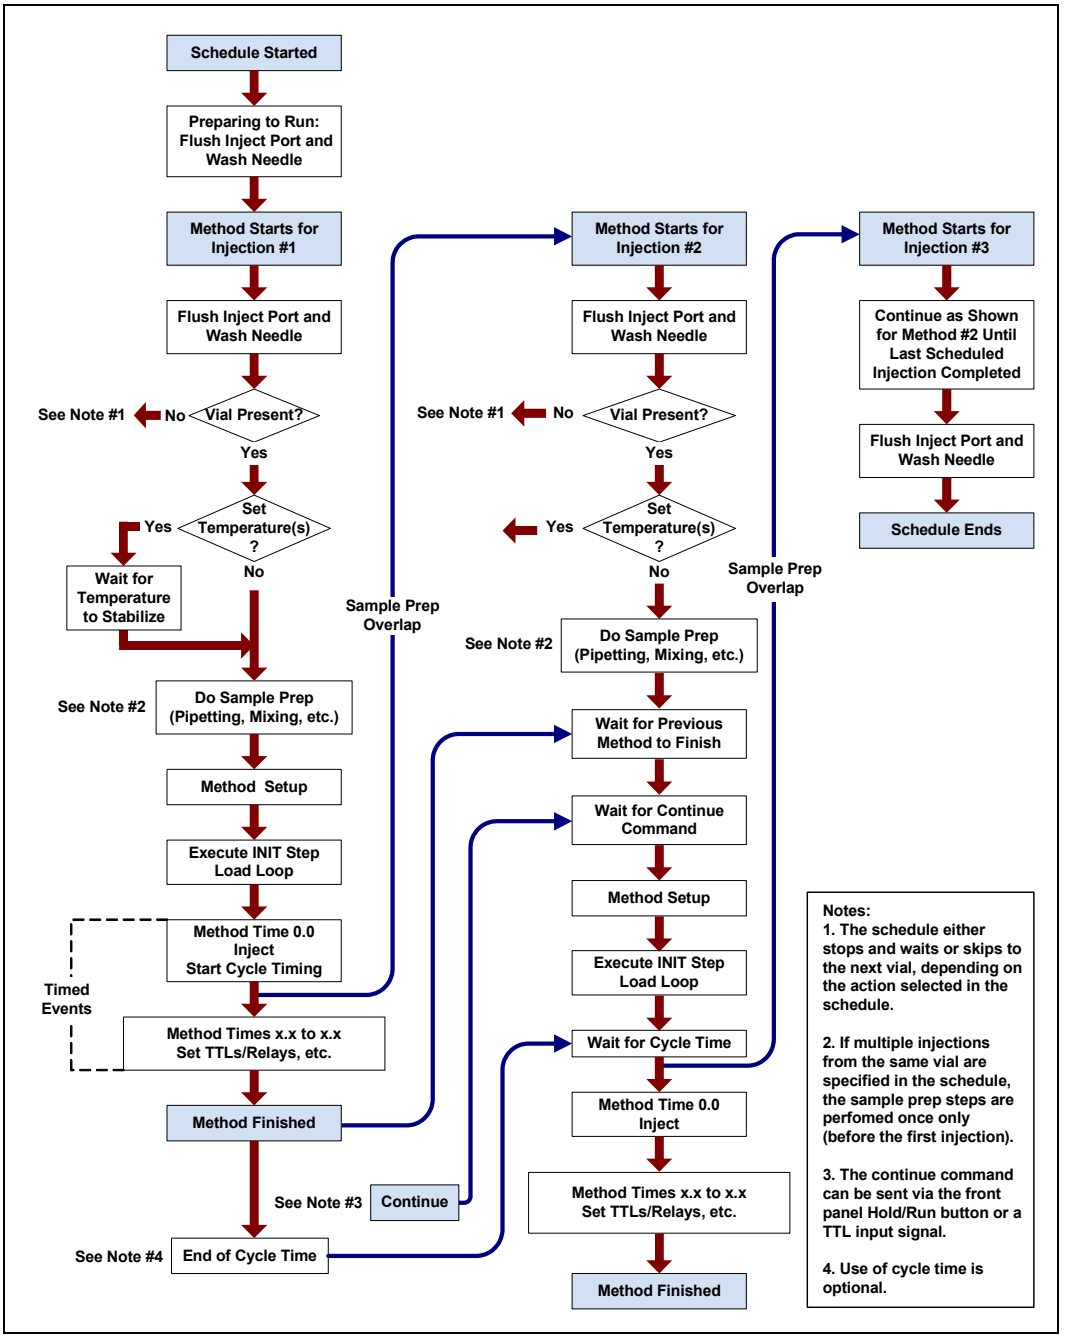

Figure 2-19. Order of Events During a Schedule Run (Wait Enabled)
- Figure 2-19 shows the order of events during a schedule when the wait operation is enabled.